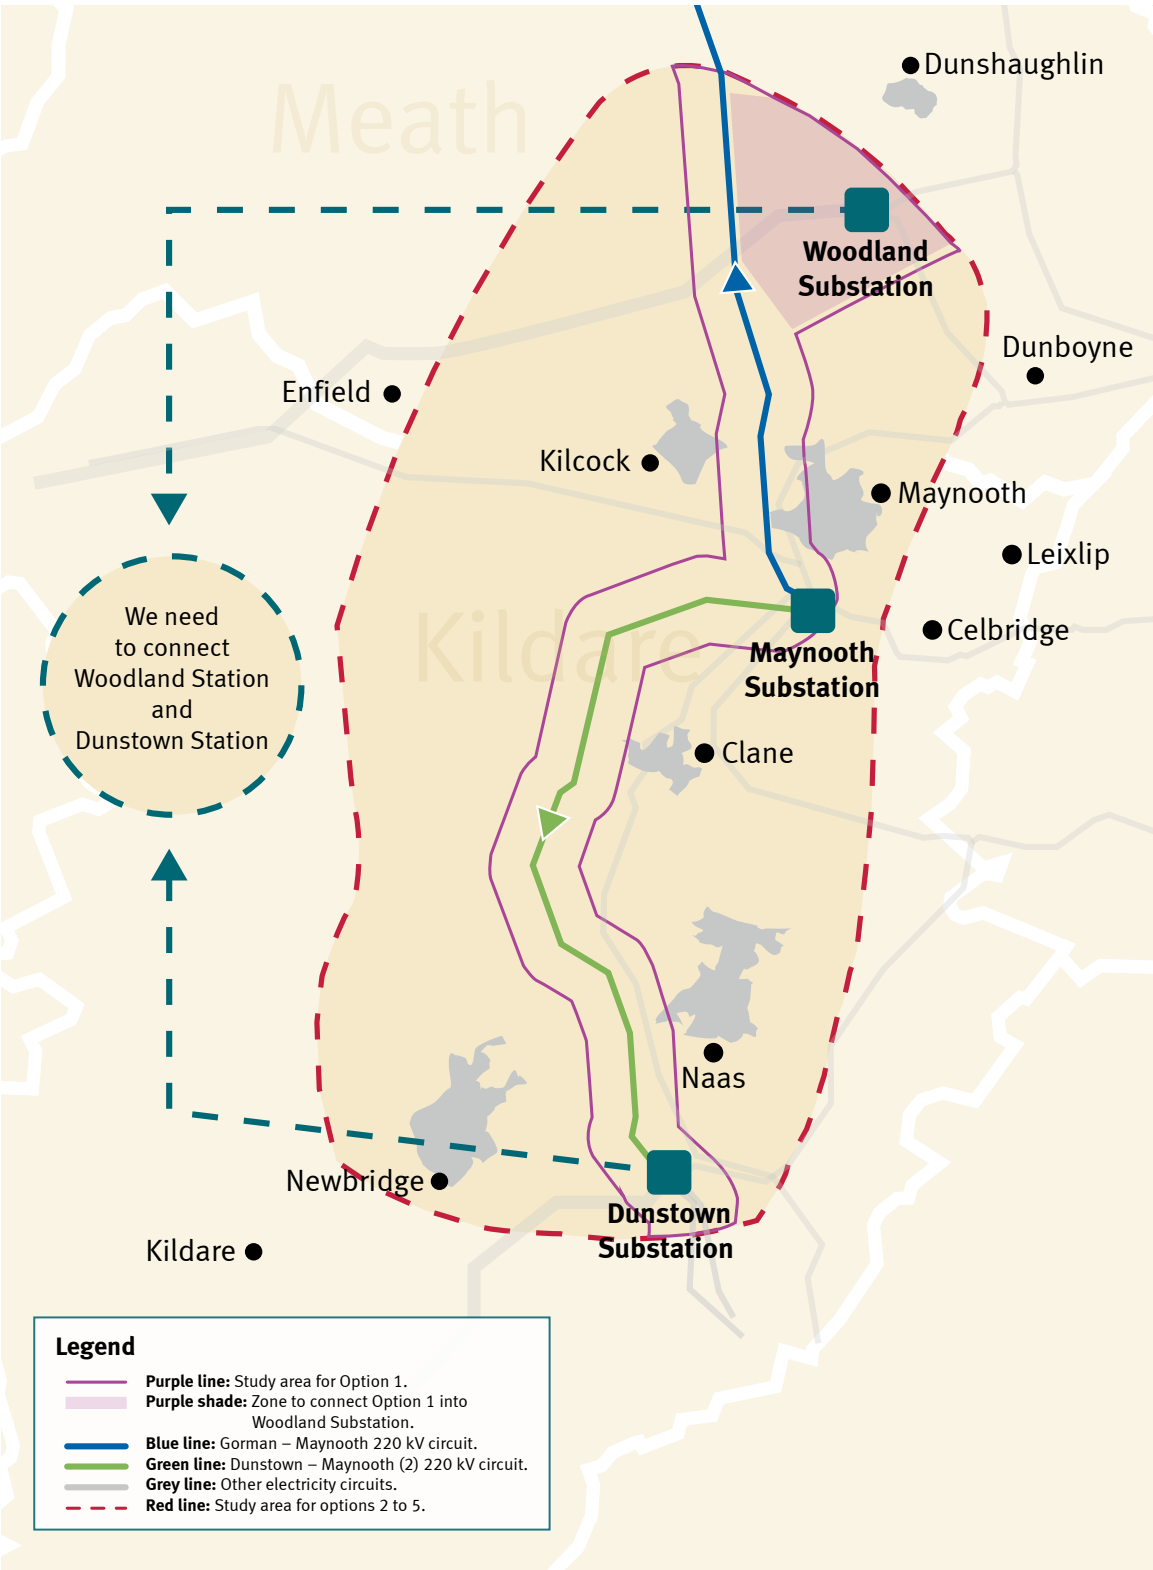

Figure 5: The Kildare-Meath Grid Upgrade Study Area
This is the proposed area within which the electricity infrastructure for The Kildare-Meath Grid Upgrade will be built. The option taken forward at the end of the six-step process will happen within the study area shown in Figure 5 by the red dashed line.
- Gorman – Maynooth 220 kV circuit; (blue line in Figure 5)
- Dunstown – Maynooth (2) 220 kV circuit. (green line in Figure 5)
This option is illustrated in Figure 5 (see page 6).